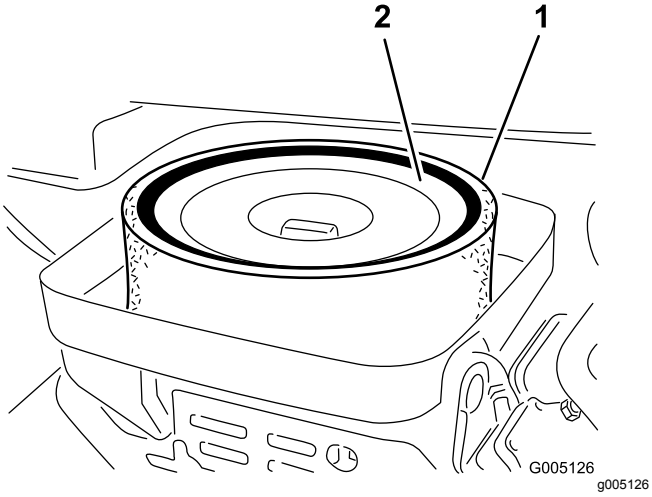

Figuur 27
3. Maak de vleugelmoer los waarmee de elementen zijn bevestigd aan de luchtfilterbehuizing (Figuur 27).
4. Als het schuimelement vuil is, moet u dit verwijderen van het papierelement (Figuur 27) Dit moet grondig worden gereinigd. Ga hierbij als volgt te werk: